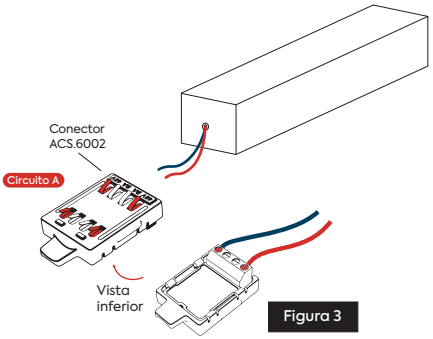

Figura 3
1. Para ligar no Circuito A (figura 3) conecte os cabos do driver nas extremidades do conector ACS.6002. Para ligação de Circuito B seguir instruções dos passos 2 e 3 ao lado.